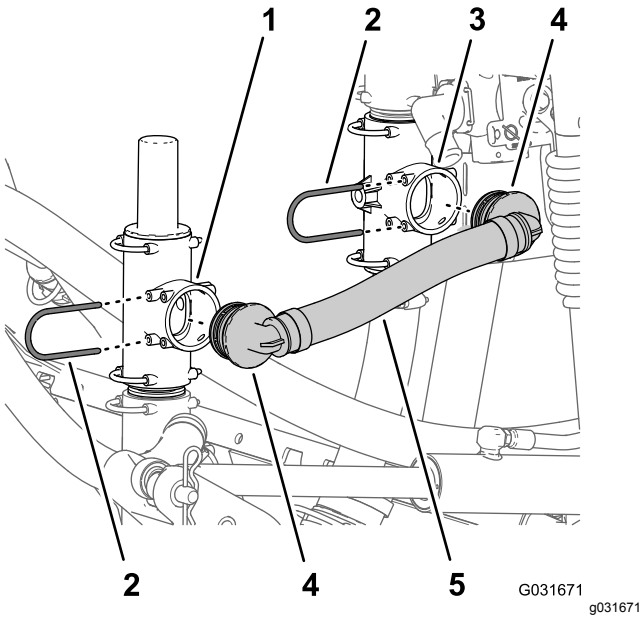

Figur 224
1. Innrett 90°-koblingen for slangeenheten for trykkavlastning (Toro-delenr. 131-9647) med den åpne porten på trykkavlastningsventilen, og sett inn 90°-koblingen til den sitter i T-stykket (Figur 224).
2. Fest 90° -koblingen på trykkavlastningsventilen med holderen (Figur 224) som du fjernet i trinn 1 av Montere den bevegelige slangetrommelen til manifoldfestet (side 83).
3. Innrett den andre 90°-koblingen på slangeenheten for trykkavlastning (Toro-delenr. 131-9647) med den åpne porten på det nedre T-stykket, og sett inn 90°-koblingen til den sitter i T-stykket (Figur 224).
4. Fest 90° -koblingen til det øvre T-stykket med holderen (Figur 224) som du fjernet i trinn 2 av Montere den bevegelige slangetrommelen til manifoldfestet (side 83).
5. Fest den rette koblingen med mothaker til væskeavstengingsventilen (Figur 224) med en holder (Toro-delenr. 131-0235).